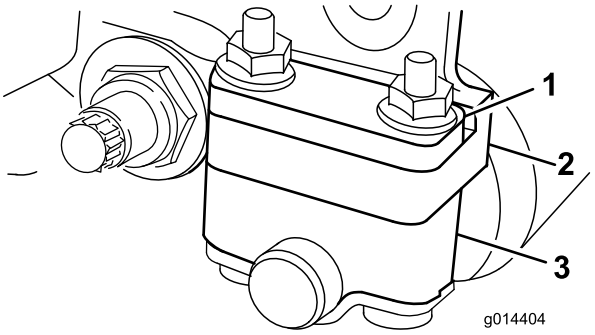
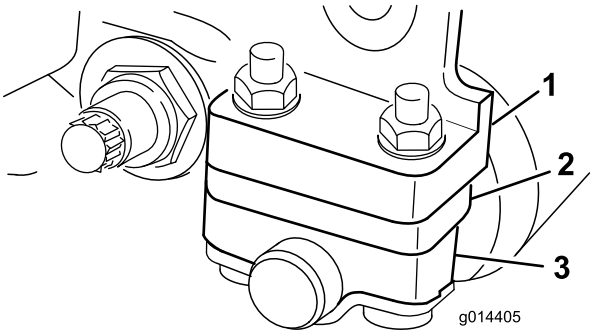

Rysunek 6
Rysunek 7
1. Ustaw uchwyty tylnej rolki (Rysunek 6 lub Rysunek 7) w niskim lub wysokim położeniu w zależności od pożądanego zakresu wysokości koszenia.
Umieść podkładkę dystansową nad kołnierzem montażowym płyty bocznej (ustawienia fabryczne) w przypadku, gdy ustawienia wysokości cięcia wahają się od 1,6 mm do 6 mm (Rysunek 6).
Umieść podkładkę dystansową poniżej kołnierza montażowego płyty bocznej w przypadku, gdy ustawienia wysokości cięcia wahają się od 3 mm do 25 (Rysunek 7).